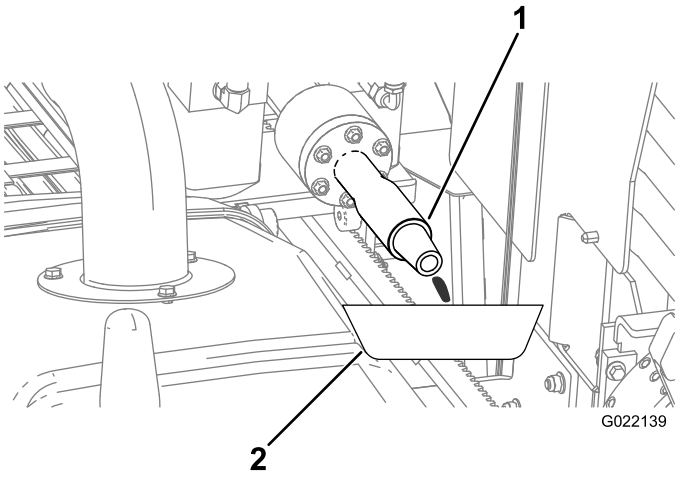

Figure 157
A. Placez un bac de vidange sous l'arbre de forage pour récupérer les fuites d'antigel (Figure 157).
E. Lorsque l'antigel s'écoule par l'arbre de forage (Figure 157), arrêtez la pompe.